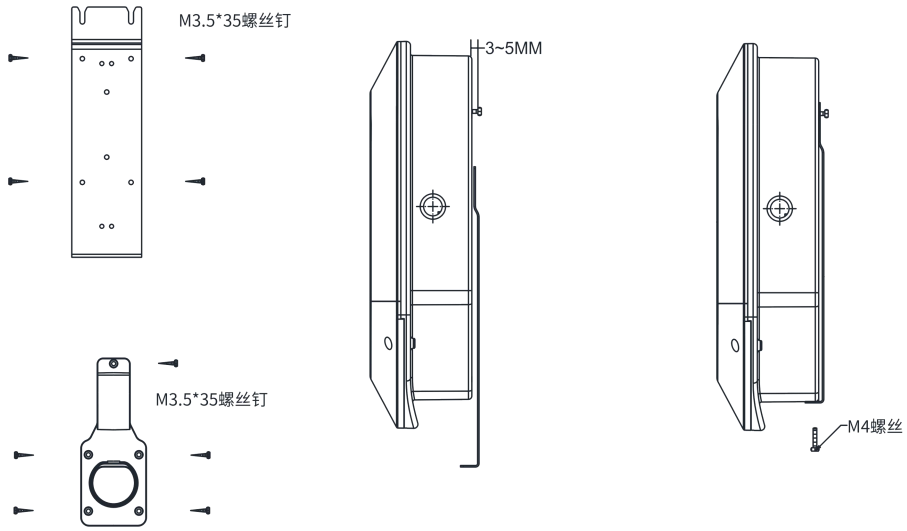

图 15
2、先将壁挂件贴在墙上在画出打孔位置，用冲击钻配合 6mm 的冲击钻头钻头打孔，将塑料胶塞锤入孔中，再用 M3.5*35 的木工螺丝的螺丝固定壁挂件固定板，最后用随机配送的 M4 螺丝将充电桩与壁挂件固定板紧固即可，如图 15。